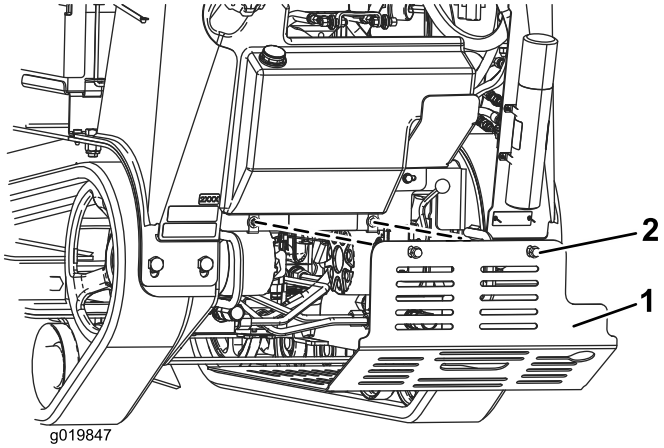

**Figur 25**
2. Lossa en i taget av bottenskyddets 2 skruvar tills skyddet lossnar (Figur 25).
2. För in bottenskyddet i maskinen (Figur 25).